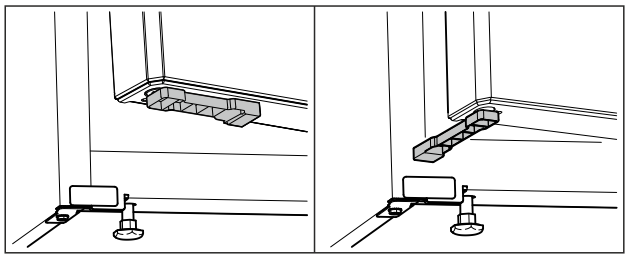

*Fig. 69 **
▶ Rotiți distanțierul ușii cu 90°. (vezi Fig. 69) *